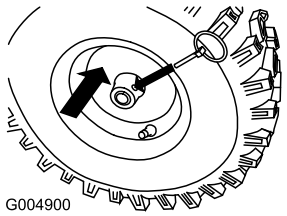

Figur 5
8. Skjut hjulen inåt och för in varje låssprint genom hålet i hjulnaven och genom det **yttre** hålet på axeln (Figur 5).